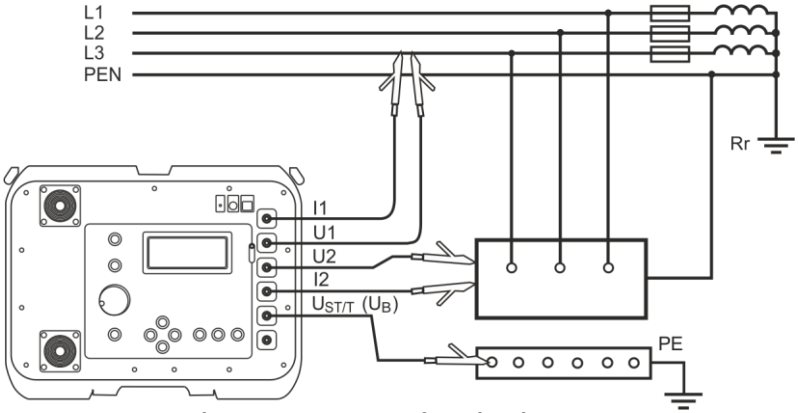
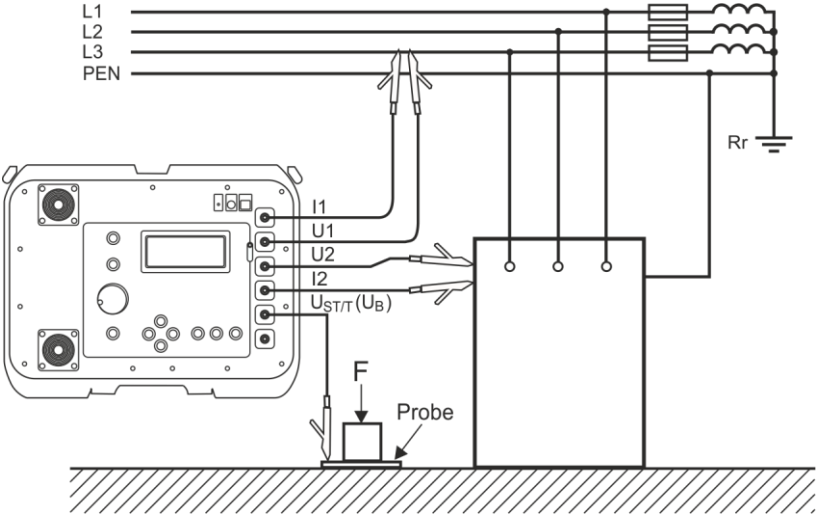

Fig. 14 Measurement of touch voltage U_{ST}
Fig. 15 Measurement of shock voltage U_T
- connect test leads according to Fig. 14 or Fig. 15:
The measurement of touch shock voltage U_T is performed after introducing an additional resistor (inside the device) of 1 kΩ between the terminals $\mathbf{U_2}$ and $\mathbf{U_{ST/T}}$ ($\mathbf{U_B}$).The resistor simulates resistance of the human body, while the terminal $\mathbf{U_{ST/T}}$ ($\mathbf{U_B}$) is to be connected to the probe that simulates human feet located on the ground (Fig. 15), whose properties and load are described by relevant standards.